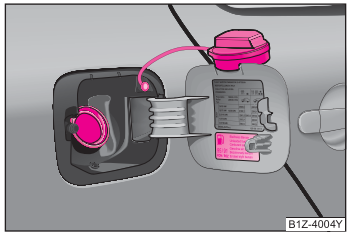

图 131 油箱盖拧开后的摆放的位置
汽油有各种标号。油箱加油口盖板内标有适用于本车的燃油标号。 ⇒ 图 131。
– 逆时针拧开油箱盖并将其摆放在油箱盖板上 ⇒ 第 120 页，图 131。